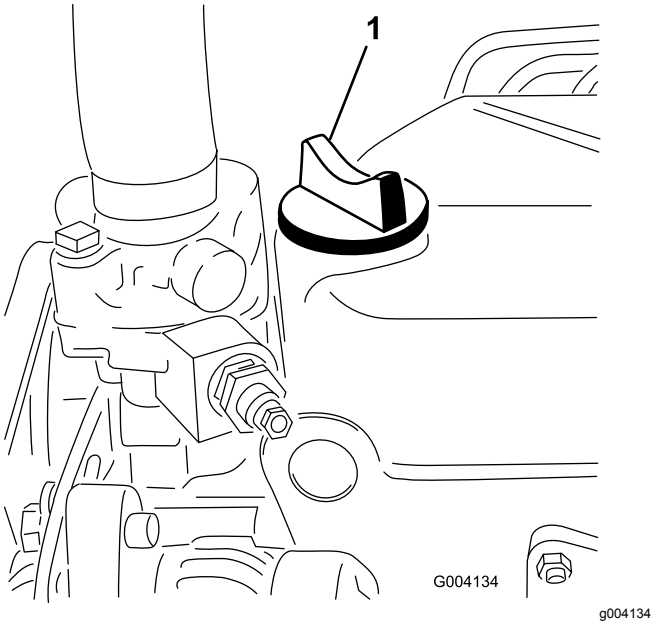

Figuur 44
5. Als het oliepeil beneden de Vol-markering staat, verwijdert u de vuldop (Figuur 44) en vult u bij met olie totdat het oliepeil de Vol-markering op de peilstok bereikt. **Niet te vol vullen.**